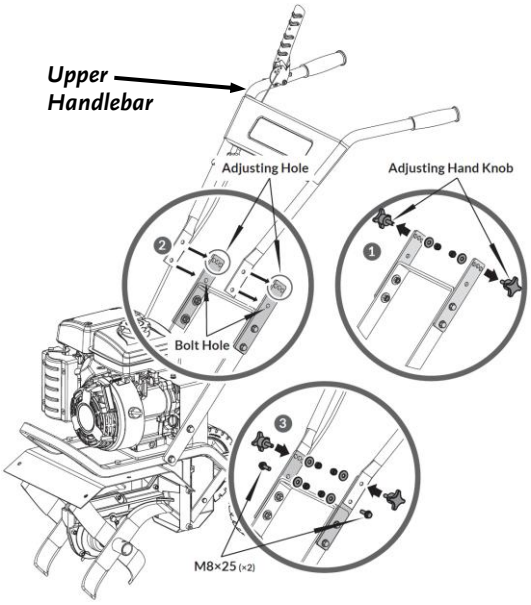

Figure 8
5. Remove the two Adjusting Hand Knobs, Flat Washers and Nuts from the Handlebar Adjusting Plates (***Figure 8***).